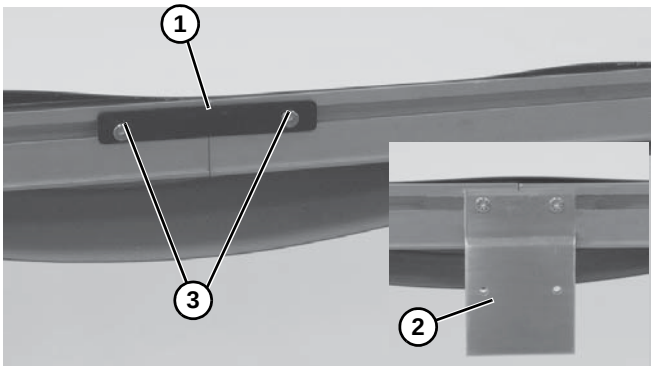

Figure 7
4. Join conveyor sections and install connector brackets **(Figure 7, item 1)** or connector/mount brackets **(Figure 7, item 2)** and screws **(Figure 7, item 3)** on both sides as indicated. Tighten screws to 60 in-lb (7 Nm).